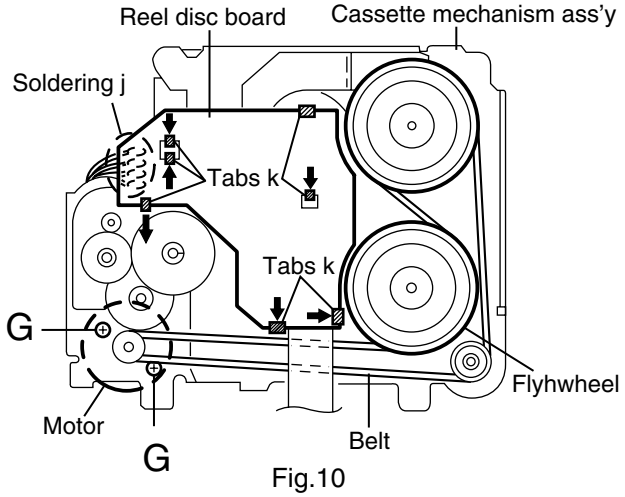

Fig.10
■ Removing the reel disc board (See Fig.10)